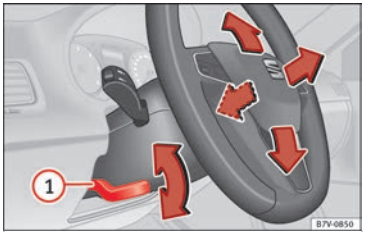

Fig. 25 Mechanical steering wheel adjustment
- Push the lever ››› **Fig. 25** ① downwards.